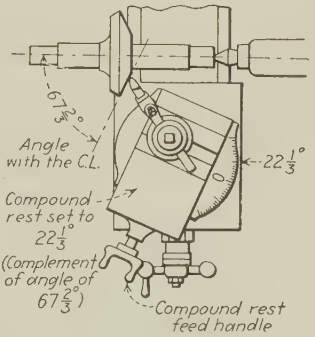

Fig. 163.
(Fig. 163). The swivel plate of the rest is graduated in degrees, and the zero mark, which is usually on the side of the plate, is in line with a mark on the cross slide when the compound rest is at right angles to the center line of the lathe. There are a number of methods, used by various lathe manufacturers, for graduating the compound rest, but it does not make much difference whether the zero is on the front or on either side so long as the zero on the degree graduations coincides with the zero on the slide when the slide is set at right angles to the center line of the lathe. However, it is necessary to remember, when sitting for a given angle, that there may be any one of several *numbers*, due to the several methods of graduating, that may represent the correct setting. Graduating the compound rest is a feature of the lathe that needs standardization.
To illustrate (1): Suppose that a bevel gear is to be turned to an angle of 67 deg. 40 min. with its axis, that is 67 deg. 40 min. (67⅔ deg.) with the center line. The complement of 67⅔ deg. is 22⅓ deg. Set the compound rest around 22⅓ deg. from its normal position (see Fig. 163).